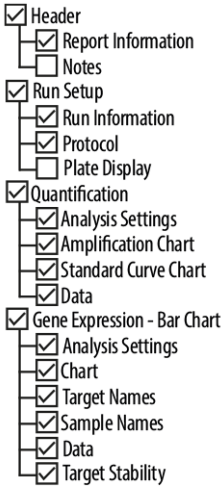

Figura 13: Cuadro de diálogo Report (informe)
5. Asegúrese de que se seleccione al menos el siguiente contenido para la generación de informes en la parte superior izquierda del cuadro de diálogo Report (informe) (consulte la figura 13):